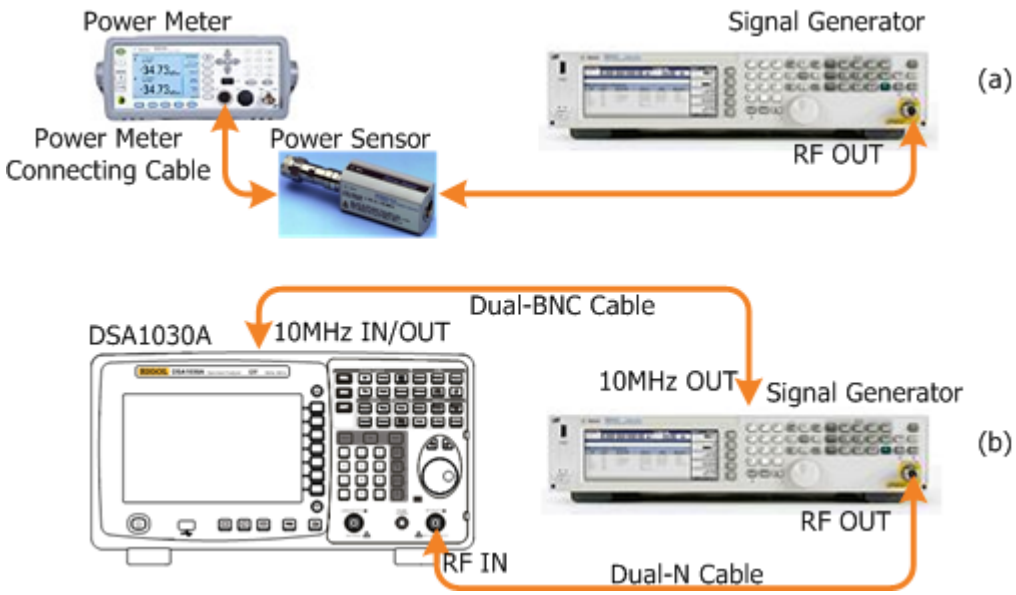

Figure 2-4 Frequency Response Test Connection Diagram
2. Connect the output terminal of the signal generator with the power sensor, as shown in Figure 2-4 (a).
8. Connect the output terminal of the signal generator with the RF input terminal of the spectrum analyzer using dual-N cable as shown in Figure 2-4 (b).